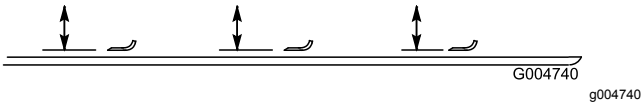

Figuur 108
2. Draai het mes tot de punten naar voren en achteren wijzen, en meet de afstand vanaf de binnenkant van het maaidek tot de voorste snijrand van het mes (Figuur 108).